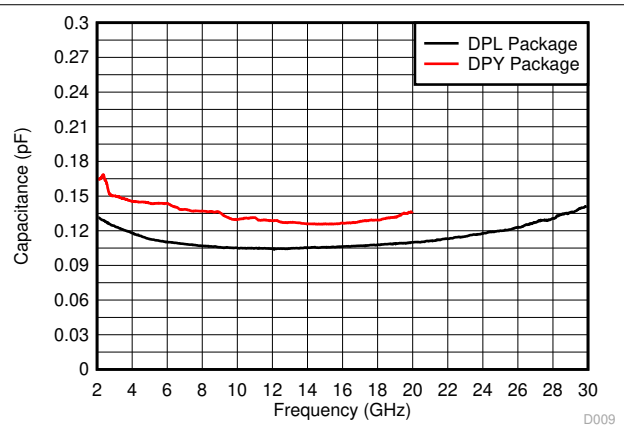

Figure 7-6. Capacitance vs Frequency
- Added curve for the DPY package to Figure 7-6 14